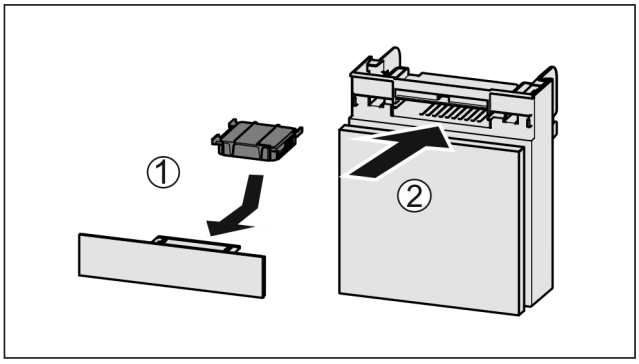

Fig. 157
▶ Introduceți *Fig. 157 (1)* filtrul de cărbune activ după cum se vede în figură.
▶ Împingeți *Fig. 157 (2)* compartimentul în interior.